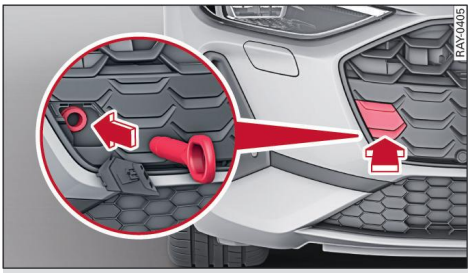
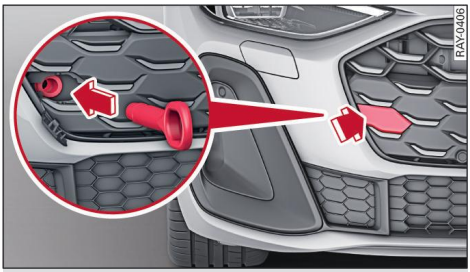

Fig. 166 Front bumper: Fitting the towline anchorage (version 1)
Fig. 167 Front bumper: Fitting the towline anchorage (version 2)
- Firmly press the cap inwards ⇨ *Fig. 166*/⇨ *Fig. 167*. The cap will be released from the bumper.